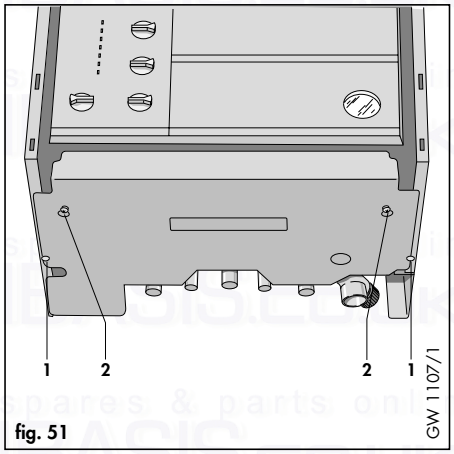
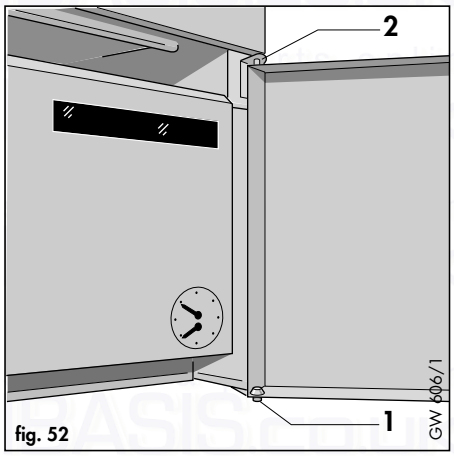
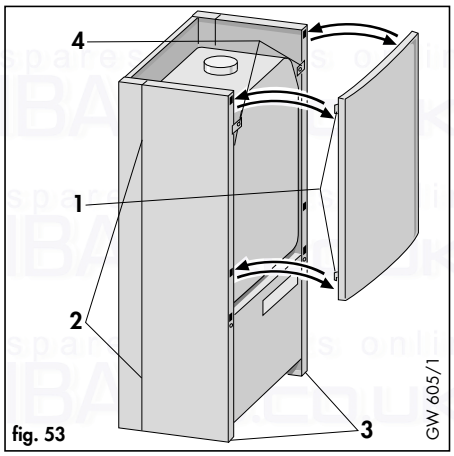

fig. 51
fig. 52
fig. 53
- Remove boiler bottom cover by undoing two screws (1, fig. 51) and slackening two screws (2, Fig. 51).
7.1.3.1 Door (fig. 52)
- Remove bottom hinge screw (1) and pull the bottom door panel forwards and down to release it from top hinge pin (2).
7.1.3.2 Top panel (fig. 53)
- Slide top panel upwards to release retaining clips (1).
7.1.3.3 Bottom cover plate (fig. 51)
- Remove two screws (1) and slacken two screws (2).
- Remove screws (3, fig. 53)
- Remove screws (4, fig. 53) and retaining brackets.
- Slide side case panel upwards to release retaining clips (2, fig. 53) and lift off.